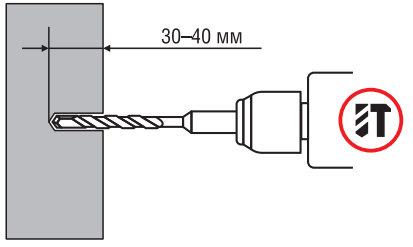

Рис. 1
3. Просверлите отверстие сверлом или буром диаметром 8 мм в обозначенный центр на глубину 3–4 см (рис. 1).